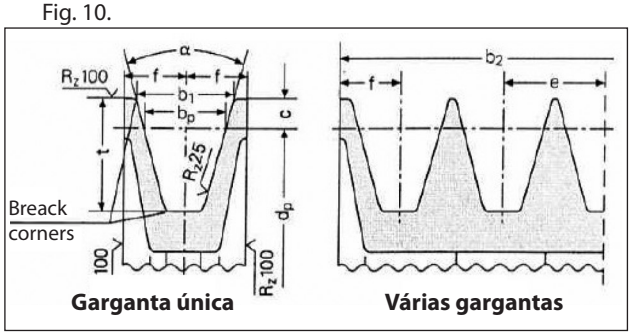

Fig. 9
a) Use polias para a correia trapezoidal com as dimensões da garganta prescrita/aconselhada pelo fabricante da correia usada. Na falta das orientações, siga a Fig. 9 e a tabela da Fig. 10.